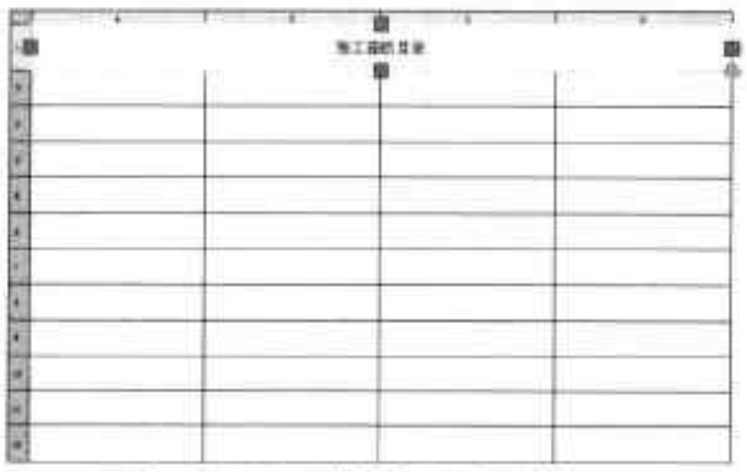

图8-64 输入标题行内容
Step03 双击表格标题行，进入可编辑状态，并输入标题内容，这里输入“施工图纸目录”字样，如图 8-64 所示。